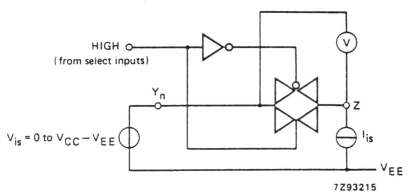

Fig. 8 Test circuit for measuring R_{ON}.
2. For test circuit measuring R_{ON} see Fig. 8.